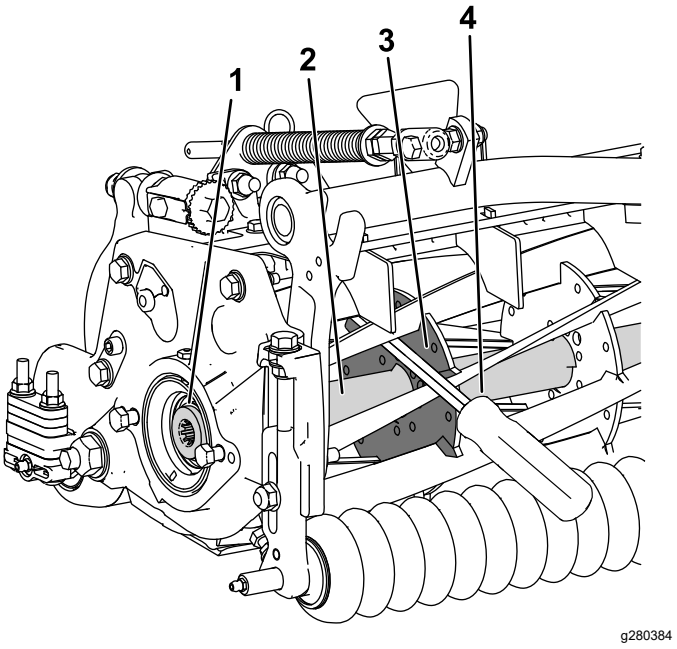

**Figur 29**
1. För in en bändstång med långt handtag (vi rekommenderar storleken ⅜ x 12 tum med ett skruvmejselhandtag) genom klippcylinderns framsida, närmast sidan på den klippenhet som du ska dra åt (Figur 29).
2. Placera bändstången mot den svetsade sidan på cylinderns inre förstärkning (Figur 29).